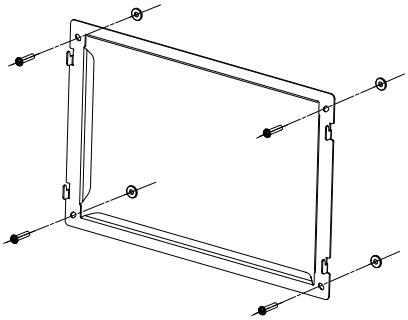

Fig. 4 — Installing the Back Plate Washers
Make sure the metal hooks are facing upward. Attach the mounting plate (2) onto the mounting box (3) using the four long screws (4) and four plastic washers. Do not overtighen the screws. See Figures 4 and 5.